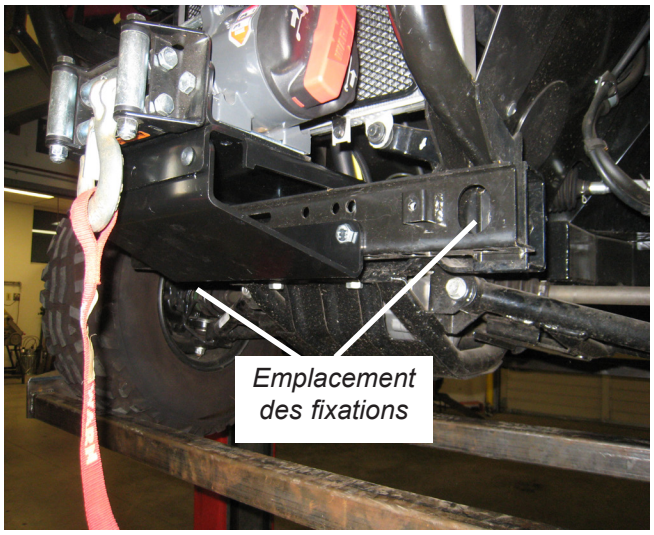

*Figure 2*
2. Retirez les fixations de pare-chocs inférieures M12. Voir figure 2.